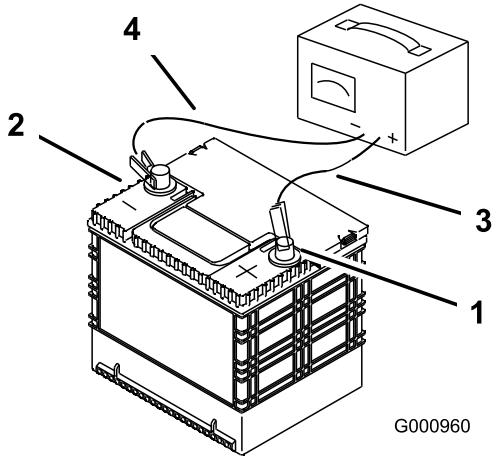

Figuur 59
2. Zodra de accu volledig is opgeladen, haalt u de acculader uit het stopcontact en maakt u vervolgens de oplaadkabels los van de accuklemmen (Figuur 59).